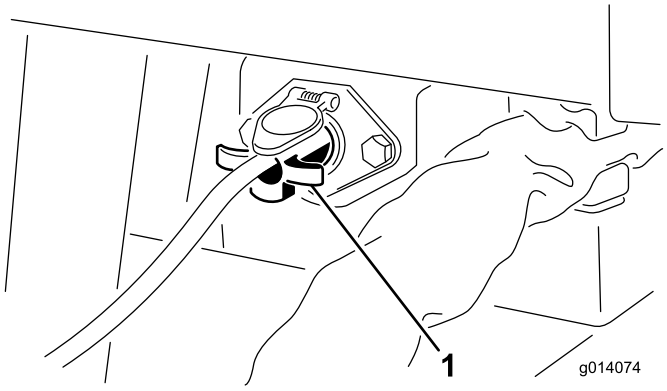

Rysunek 9
4. W przypadku modeli SH podłącz kasetę sterowniczą włączania/wyłączania (z czterema bolcami) do gniazda w przednim lewym rogu maszyny (Rysunek 9).